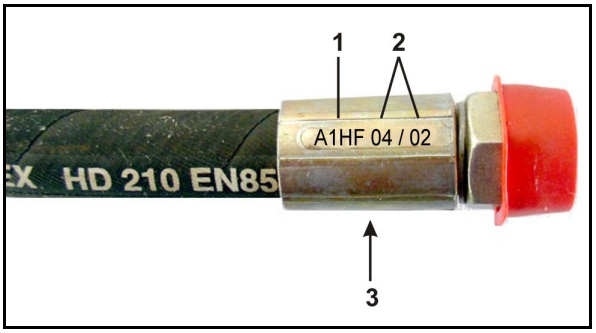

Rys. 149
1. Odkręcić osłonę magnesu (Rys. 149/1) abschrauben.
2. Zdjąć cewkę magnesu (Rys. 149/2) abnehmen.
3. Wykręcić popychacz zaworu (Rys. 149/3) z gniazd zaworu a następnie oczyścić sprężonym powietrzem lub olejem hydraulicznym.